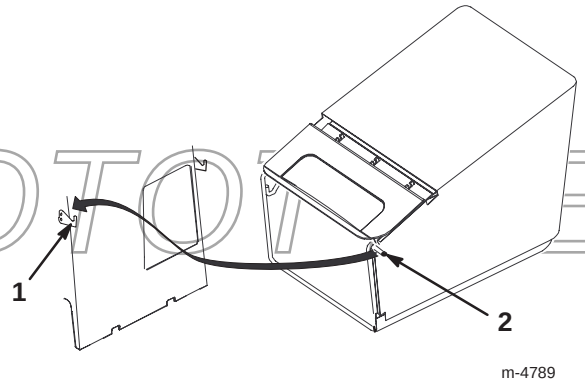

Figur 17
5. Hæng græsposens rammetapper over på krogene som vist i Figur 17.
4. Løft græsposerammens tapper af krogene og ud af åbningen som vist i Figur 17.